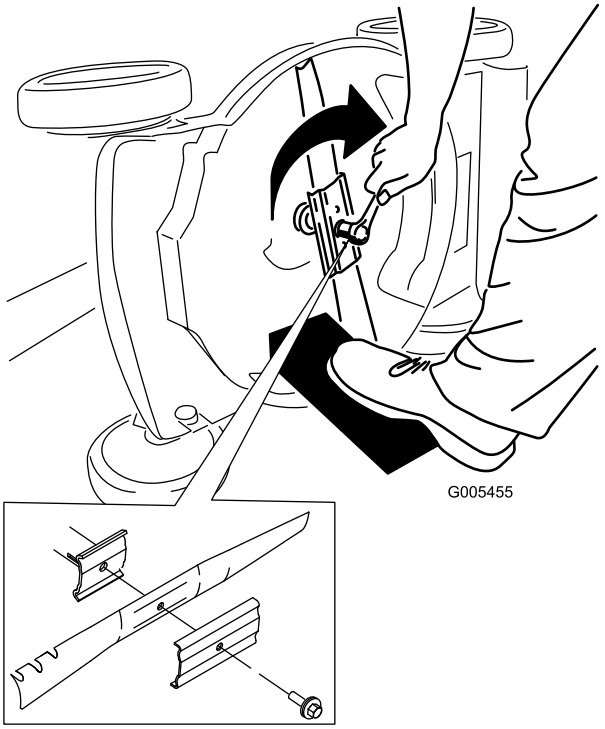

Figur 22
5. Sätt fast den nya kniven och alla monteringsdelar (Figur 22).